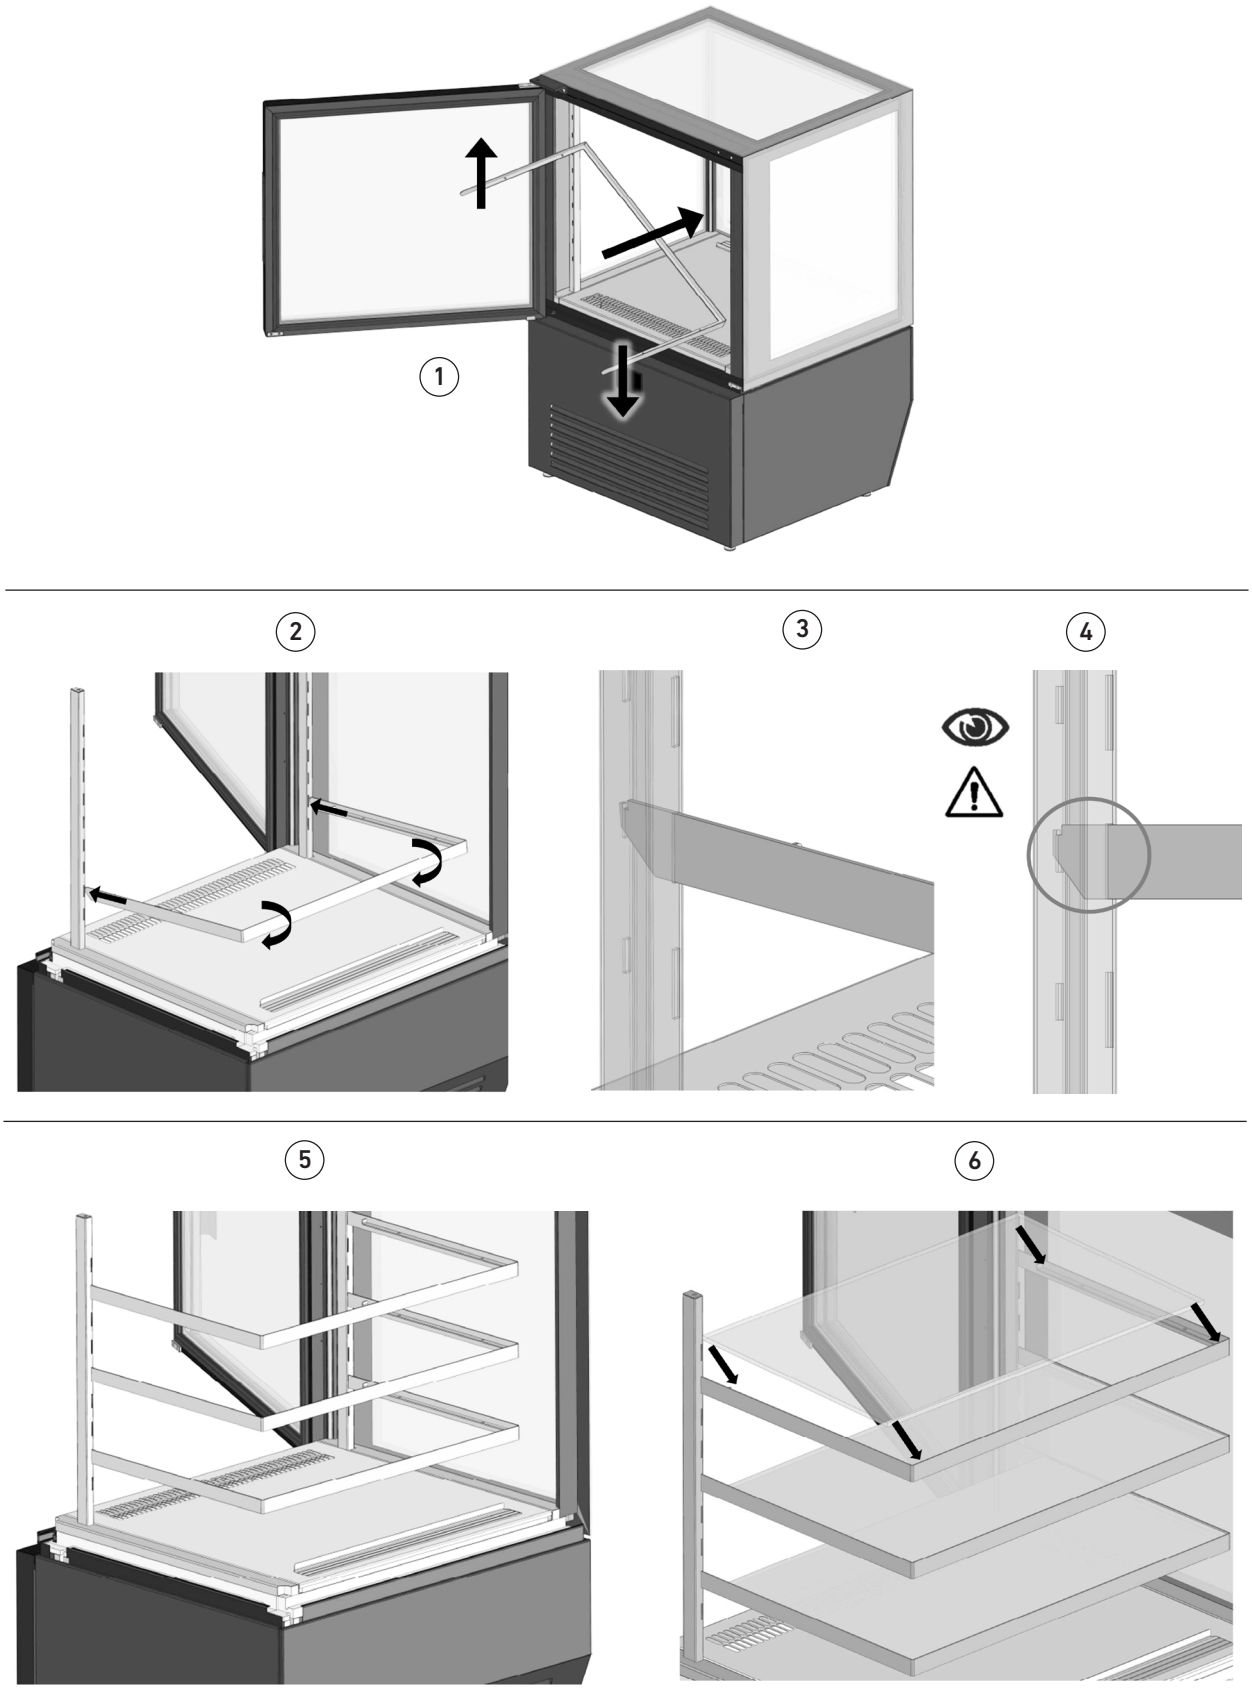

fig. 14
- Open the/s door/s paying the utmost attention during the assembly of the shelves not to hit the glass to prevent accidental breakage (fig. 14 part. 1);
- Insert the “C” shaped supports of the shelves by turning them slightly clockwise or counterclockwise, to allow the entrance between the two tubular supports, turning the open side of the “C” towards the operator (fig. 14 part. 1);
- Turn the closed side of the “C” slightly upwards to facilitate the entry of the support in the appropriate seats in the support tubes (fig. 14 part. 2-3-4);
- Respect the minimum shelf heights indicated in paragraph 5.1 (Fig. 14 part. 5);
- Once all the shelf supports have been placed, carefully place the glass shelves as shown in Fig. 14 part. 6